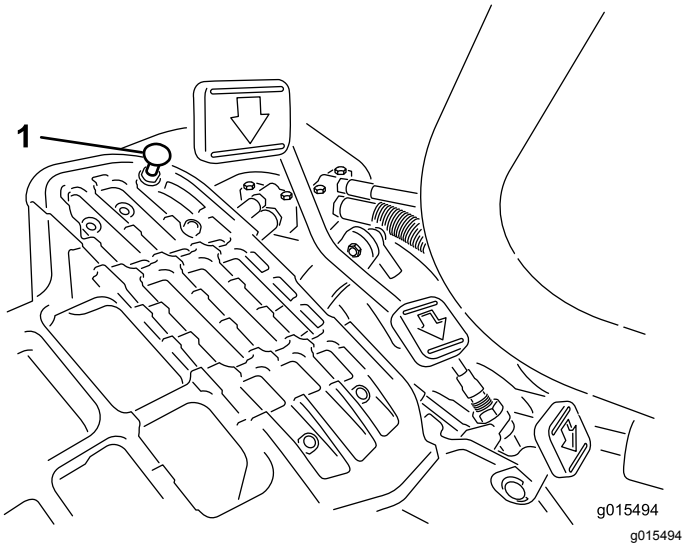

Figur 38
Du kommer upp i maximal transporthastighet genom att flytta funktionsreglaget till TRANSPORTLÄGET och trycka ned gaspedalen. Om pedalen får kontakt med stoppet (Figur 38) innan du känner någon spänning i kabeln genomför du följande justeringsprocedur:
1. Flytta funktionsreglaget till TRANSPORTLÄGET och lossa på låsmuttern som fäster pedalstoppet vid golvplattan (Figur 38).